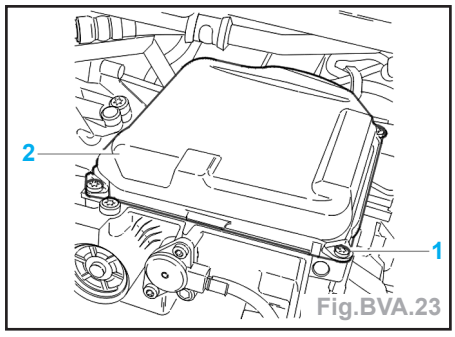

Fig.BVA.23
- Déposer (Fig.BVA.23) :
- les vis de fixation du carter (1),
- le carter (2).